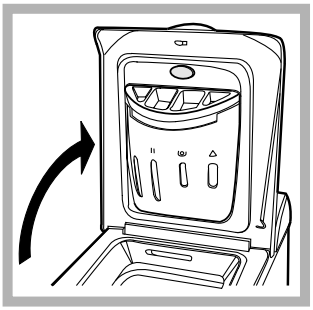

Fig. 1
A) Ouvrez le couvercle (Fig. 1):